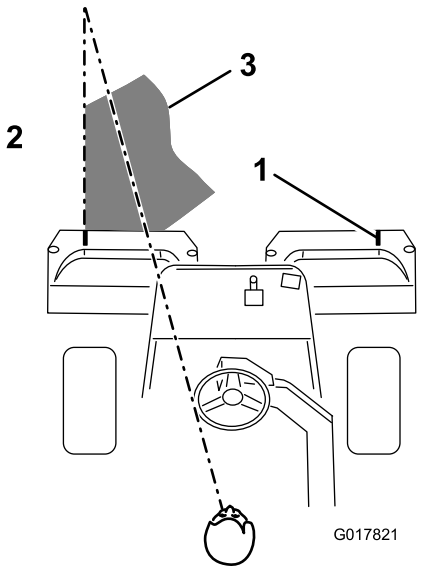

**Figur 40**
3. Sørg for at overlappe minimalt med den forudgående klipning ved tilbagekørsler. Skab en imaginær, lige sigtelinje på ca. 1,8-3 m foran maskinen frem til kanten af den uklippede del af greenen (Figur 40) som hjælp til at bevare en lige linje på tværs af greenen og for at holde maskinen i en tilsvarende afstand fra kanten af den foregående klipning. Der er nogle, der finder det nyttigt at medtage rattets ydre kant som en del af sigtelinjen, dvs. holde rattets kant på linje med et punkt, der altid holdes i samme afstand fra maskines forende (Figur 40).